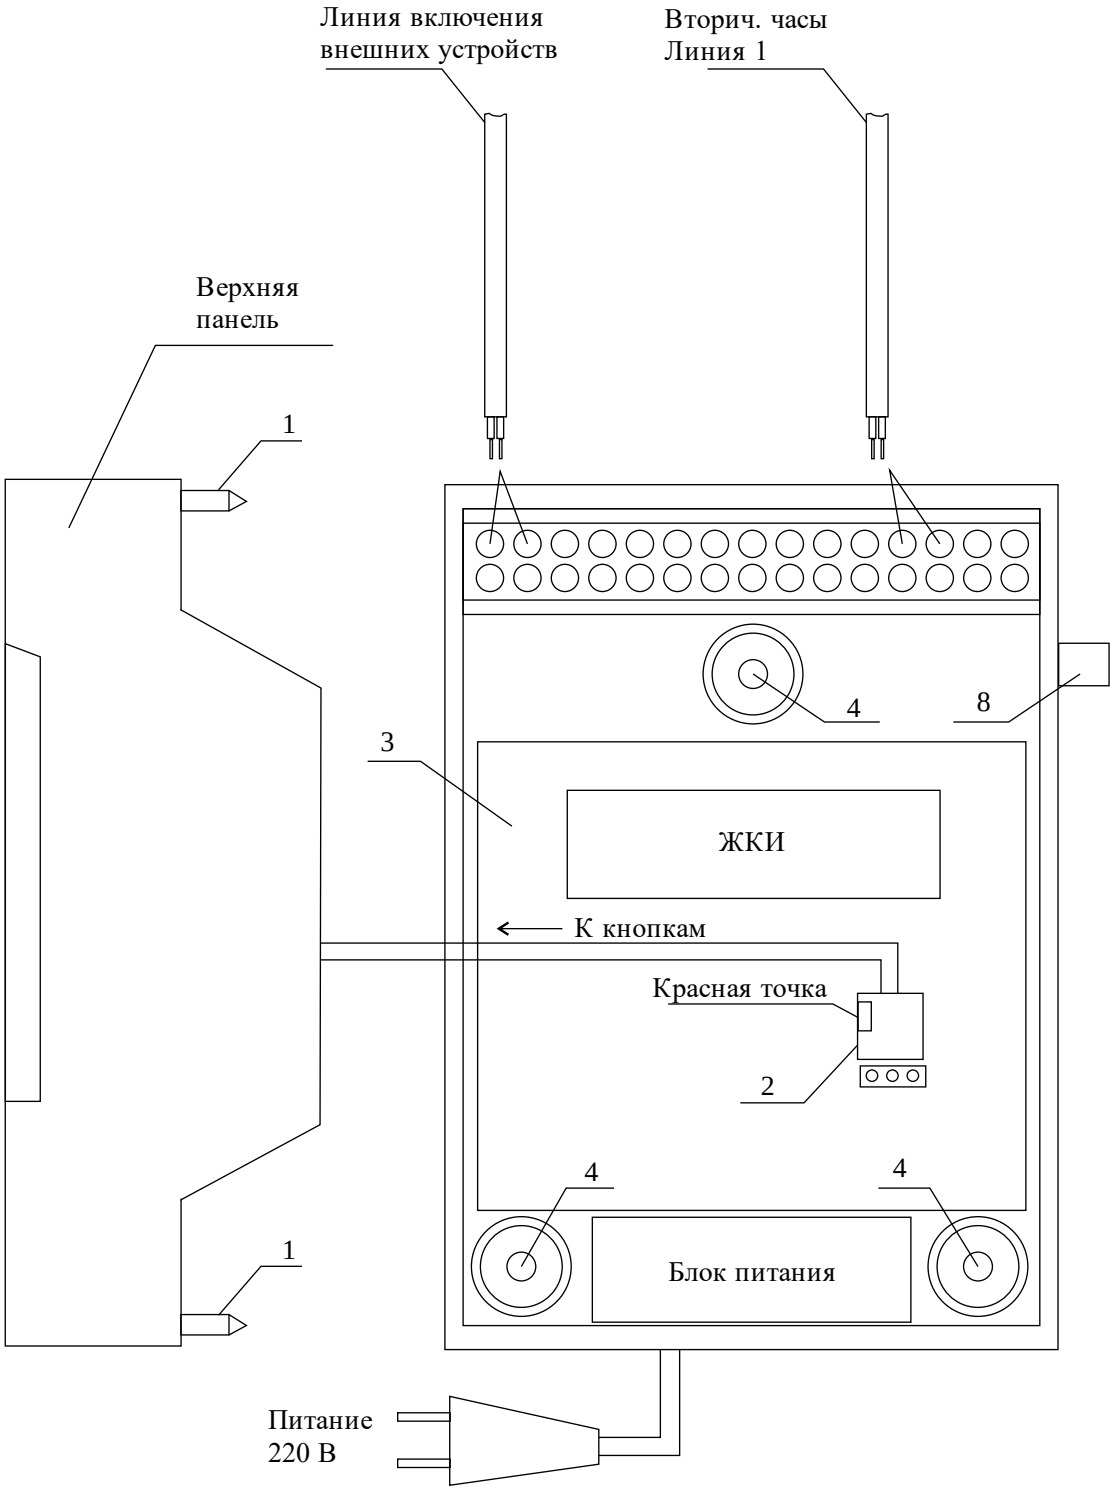
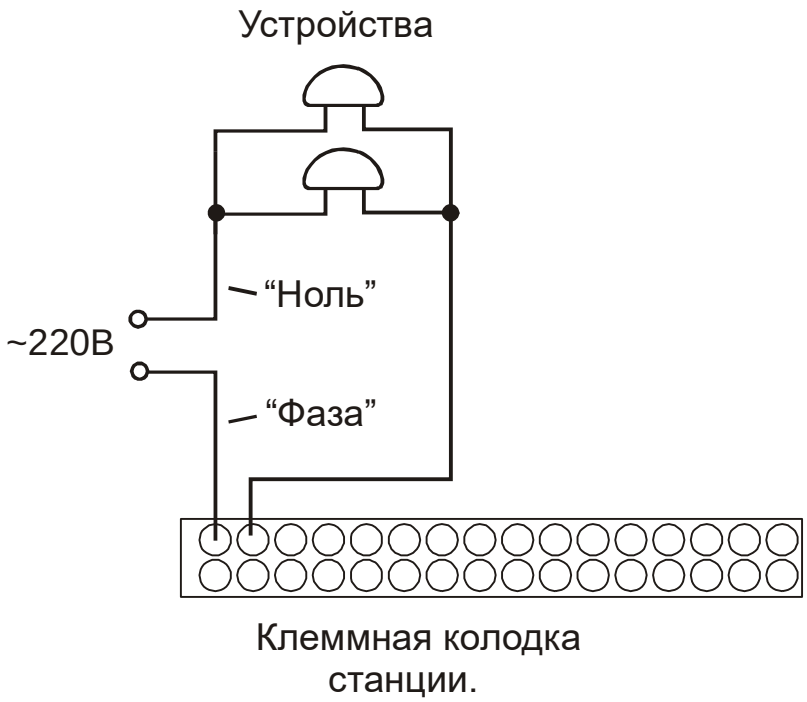

Рис. 1
Рис. 2.
Все коммутируемые часовой станцией внешние устройства должны быть соединены по схеме рис. 2. При этом для питания внешних устройств необходимо использовать внешнее электропитание 220 В, независимое от электропитания часовой станции.
4.1. Выверните четыре винта 1, расположенные на верхней панели ЧС (см. Рис.1). Осторожно снимите верхнюю панель и отсоедините разъем 2, соединяющий кнопки с печатной платой 3.
4.4. Подсоедините линию вторичных часов в соответствии со схемой рис.1
4.5. Подсоедините линию включения внешних устройств к двум левым клеммам клеммной колодки как показано на рис.1 и на рис.2.